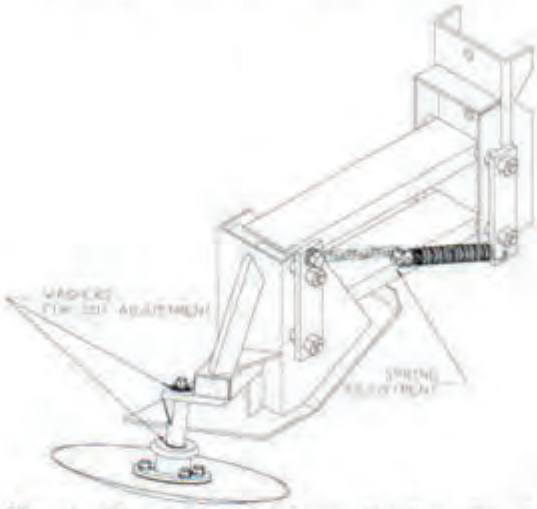

Figure 17. Disc Scalper Cutting Depth Adjustment.
1. Adjust the spring tension by hooking spring in the appropriate link of chain (**see figure 17**).